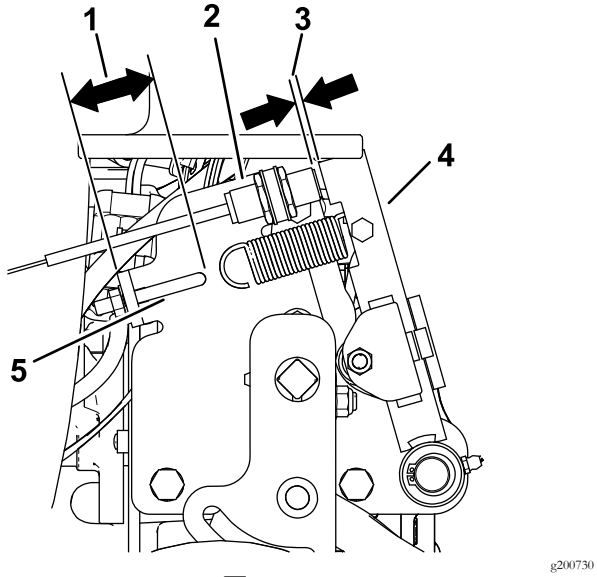

図 7
1. 図 7 に示すように、スプリングの張力を調整する。
2. 図 7 に示すように、ニュートラルスイッチを調整する。